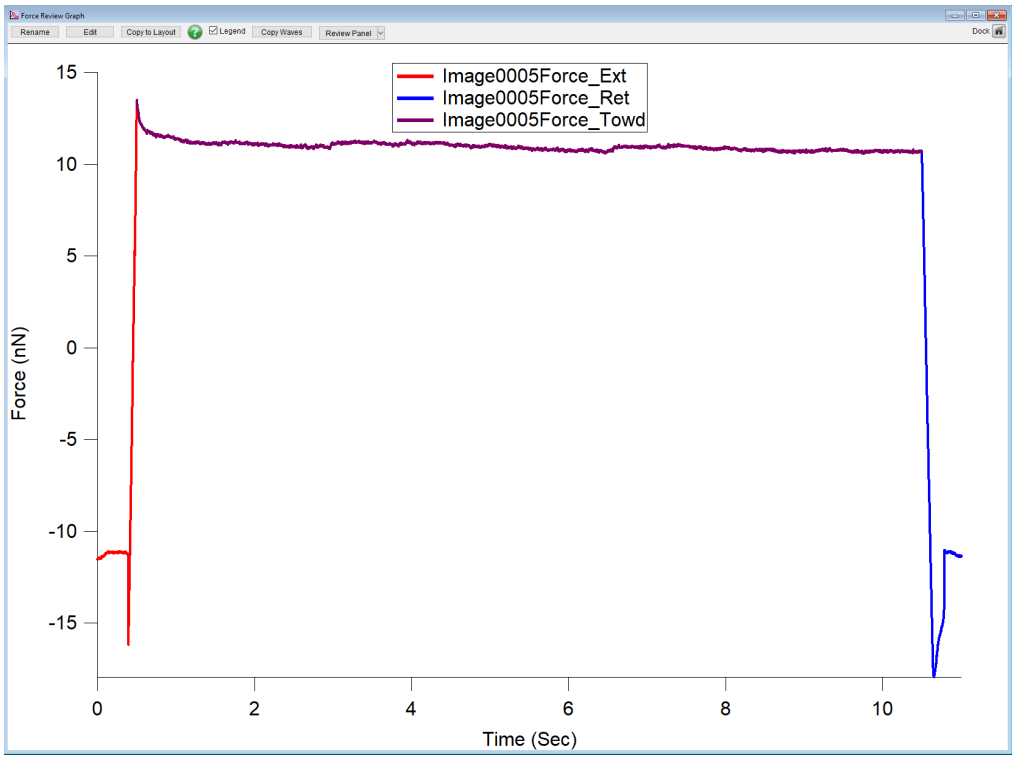

Figure 18.16.: Deflection vs. Time Plot
To display time as the X axis, activate the Time radio button towards the bottom of the Force Channel Panel. Figure 18.16 on page 246 shows an example of a Deflection (Y) vs. Time (X) plot assigned via the Force Display Panel. The inset shows the X axis radio label selected to assign time as the X axis; Deflection would be checked in the Column tab.
18.2.7. Closed Loop (Z) Activation